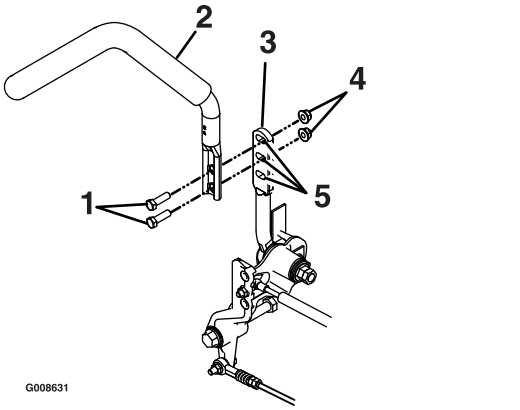

Figure 50
1. Remove the two bolts holding the control lever to the control arm shaft (Figure 50).
2. Loosen the lower bolt just enough to pivot the control lever fore or aft Figure 50. Tighten both bolts to secure the control in the new position.